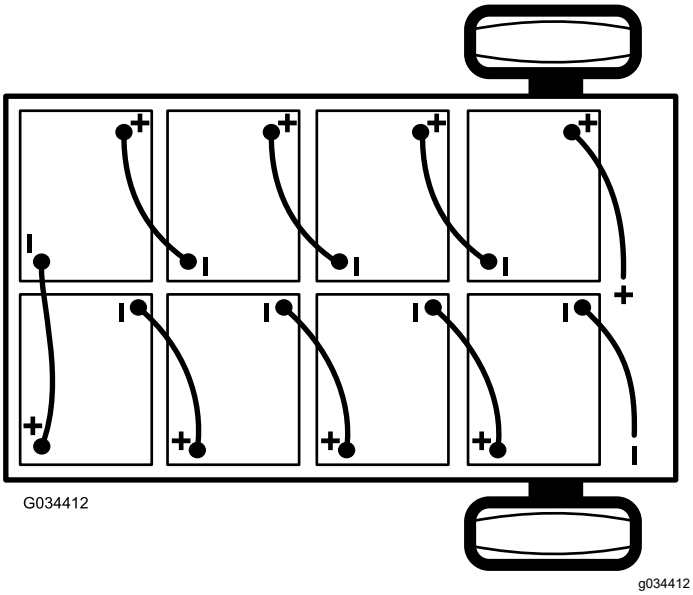

Figur 40
2. Lossa huvudminuskabeln (svart) som ansluter gruppen av batterier till maskinens jordningspunkt (Figur 40).
3. Lossa huvudpluskabeln (röd) som ansluter gruppen av batterier till maskinens huvudkontakt (Figur 40).
Obs: Var noga med att vända polerna åt rätt håll när du sätter i de nya batterierna (Figur 40).
6. Koppla ihop batterierna enligt Figur 40 med de sammankopplande kablarna som du tog bort i steg 1.
2. Anslut huvudpluskabeln (röd) till batterigruppen och maskinen (Figur 40).
3. Anslut huvudminuskabeln (svart) till batterigruppen och maskinen (Figur 40).